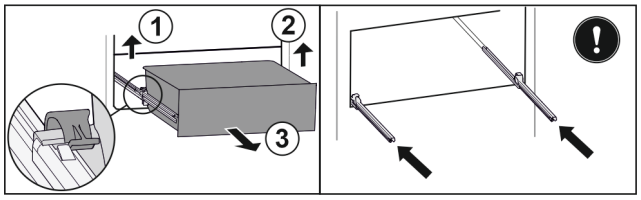

Fig. 187
- ▶ Ridicați clema din stânga și trageți concomitent sertarul din stânga spre înainte. *Fig. 187 (1)*
- ▶ Ridicați clema din dreapta și trageți concomitent sertarul din dreapta spre înainte. *Fig. 187 (2)*
- ▶ Extrageți sertarul spre înainte. *Fig. 187 (3)*